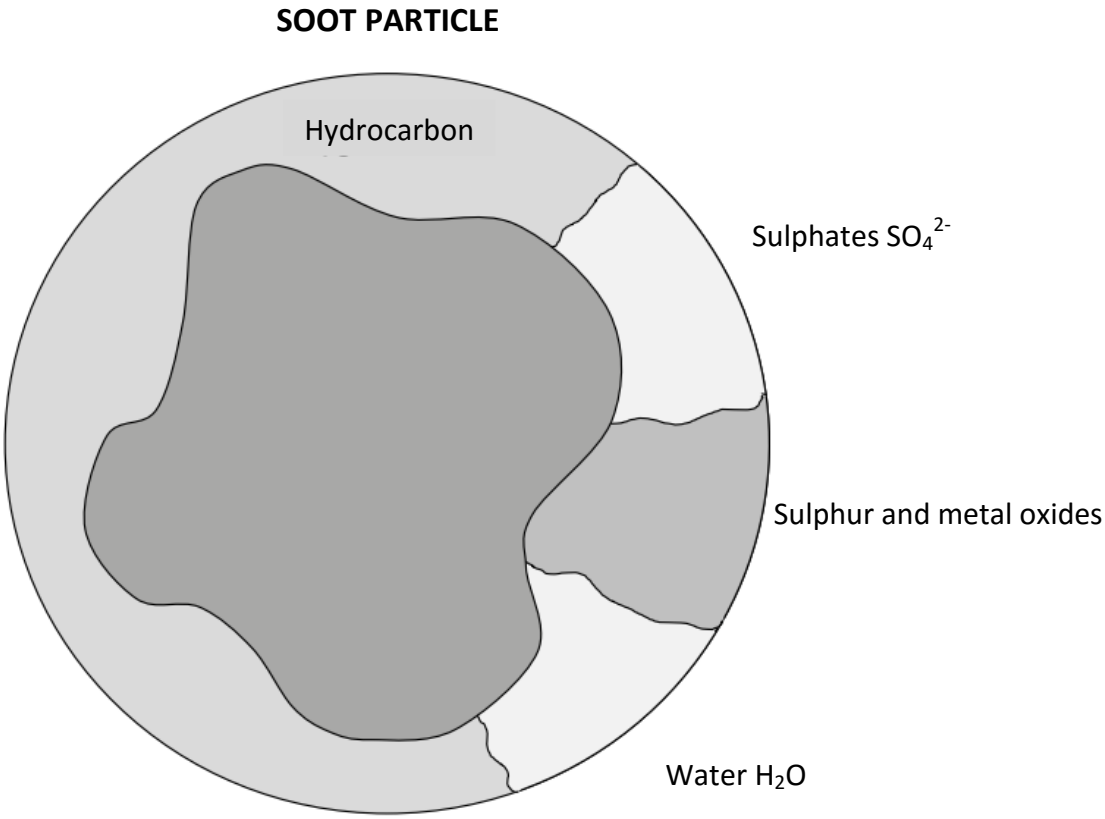

Figure 5.7: A soot particle model
4.3. Presentation and discussion of a soot particle model (Fig. 5.7)